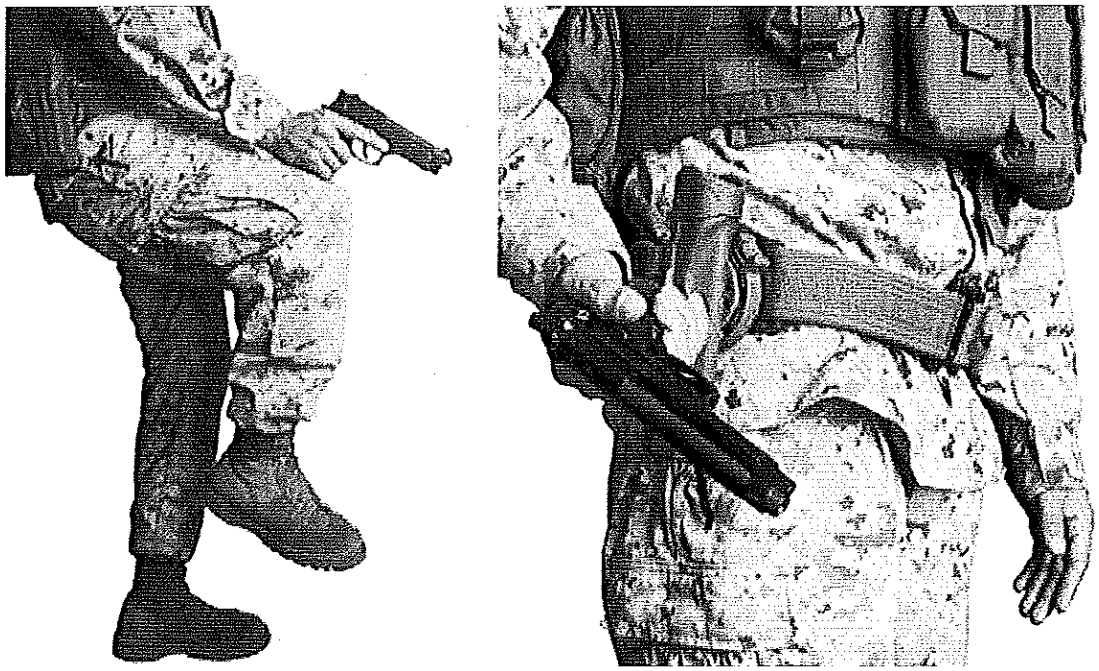
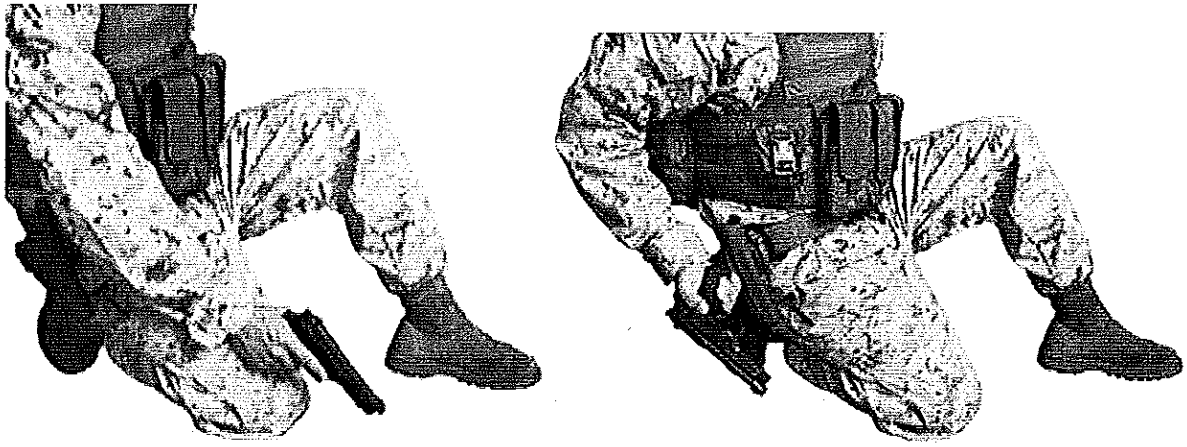

Figure 9-7. One-Handed Tap Method - Standing.
Figure 9-8. One-Handed Tap Method - Kneeling.
a. **TAP:** Keeping the muzzle pointed in a safe direction and placing the trigger finger straight along the receiver, strike the bottom of the magazine against a hard surface to ensure it is seated. *In the standing position,* bring the firing-side knee up while striking the magazine against the firing-side thigh or the holster (see fig. 9-7 on page 131). *In the kneeling position*, strike the magazine against the thigh or the holster (see fig. 9-8 on page 131). *In the prone position*, strike the magazine against the deck.